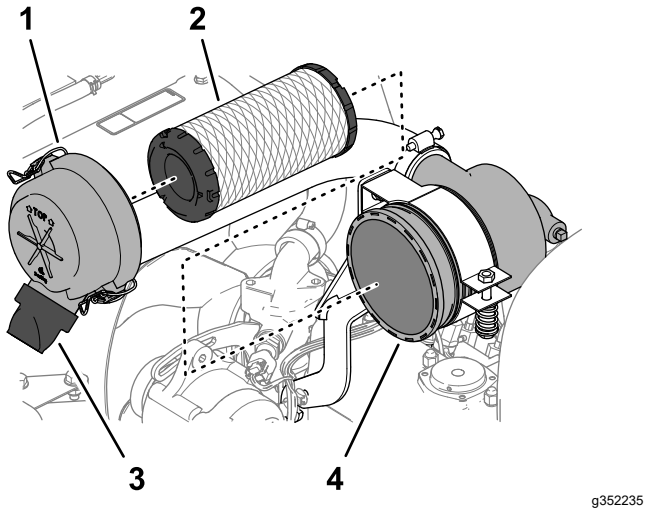

**Figur 72**
3. Lossa spärrhakarna som fäster luftrenarkåpan på luftrenarhuset (Figur 72).
6. Ta bort filterelementet (Figur 72).
7. Ta bort gummiutloppsventilen (Figur 72) från luftrenarkåpans smutsutblåsning.